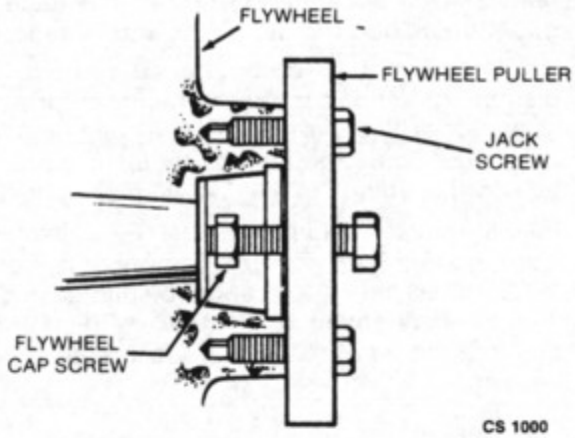

FIGURE 7. FLYWHEEL PULLER
5. Attach puller tool to the flywheel as shown in Figure 7. The tool has two jack screws that fit into the tapped holes in the flywheel.